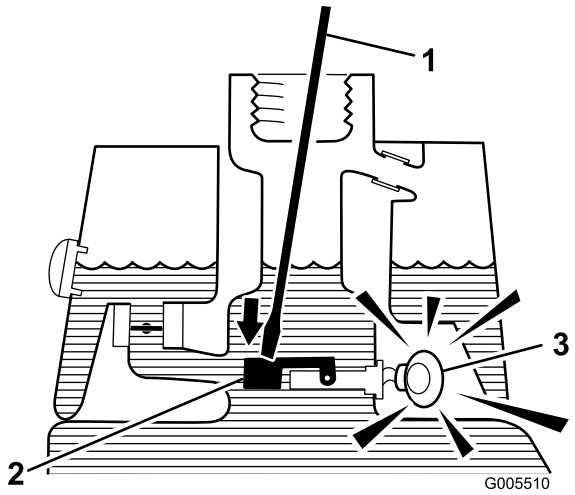

Bild 26
3. Stecken Sie eine saubere Stange oder einen Schraubenzieher in den Tankeinfüllstutzen und drücken Sie den Schwimmerschalter leicht nach unten (Bild 26). Der Alarm sollte nach einer Sekunde ertönen.